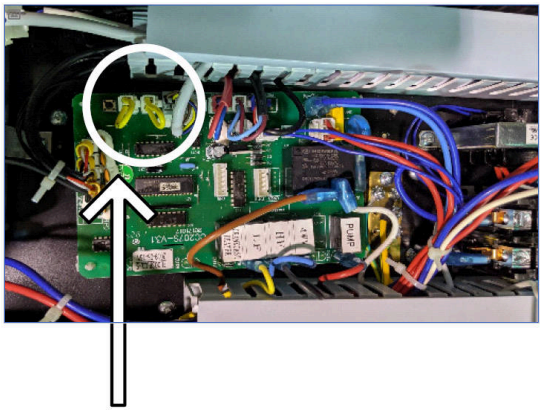

Figure 18. Automation Controller Cable Connection
4. Locate the connection for the **AUTOMATION CONTROLLER** terminals. See **Figure 18.**